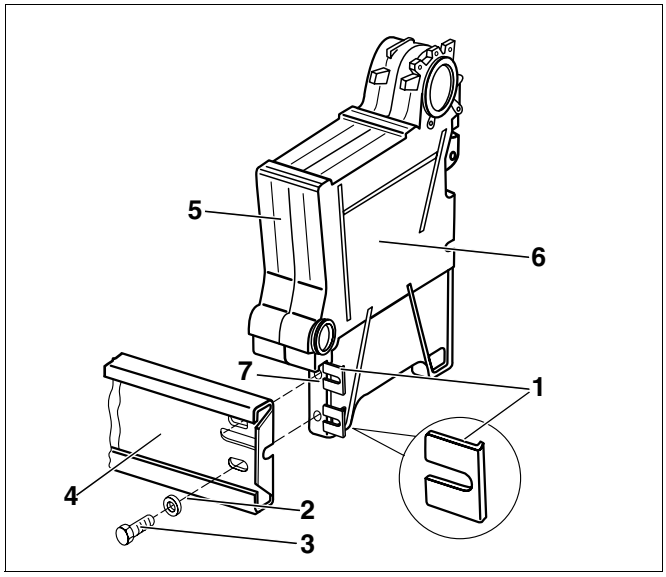
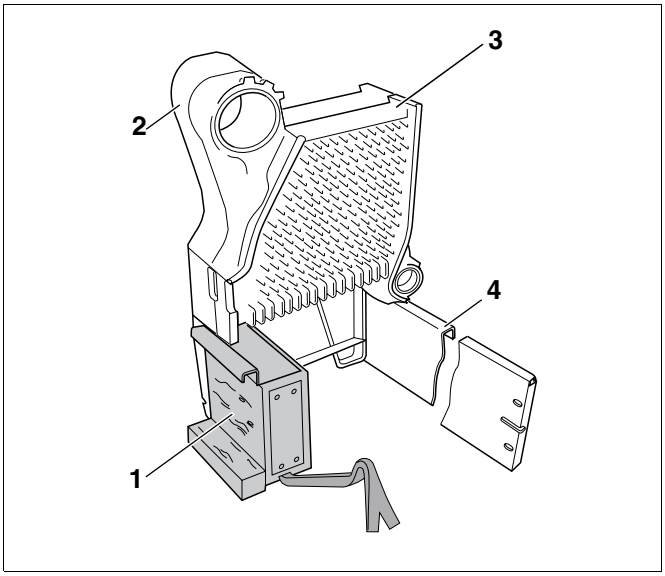

Afb. 13 Bodemrails monteren
Afb. 14 Ketelelementen met gemonteerde montagehulp
- Plaats de schoen voor de elementvoet (afb. 13, **pos. 1**) op de voet van het eindelement (afb. 13, **pos. 7**).
- Schroef de bodemrails (afb. 13, **pos. 4**) met de zeskantbouten M8 x 30 (afb. 13, **pos. 3**), de vulringen (afb. 13, **pos. 2**) en de moeren aan de voet van het eindelement (afb. 13, **pos. 7**).
Het gedeeltelijke ketelblok (het eindelement (afb. 13, **pos. 6**) en het eerste middenelement (afb. 13, **pos. 5**)) moet tijdens het samennippelen gesteund worden, zodat het niet kan omvallen. Maak voor het ondersteunen van het gedeeltelijke ketelblok gebruik van een montagehulp (afb. 14, **pos.** 1, pagina 18).
De montage van het ketelblok wordt hier met een montagehulp gedemonstreerd (afb. 14, **pos. 1**).
- Plaats het eindelement (afb. 14, **pos. 2**) met het eerste middenelement (afb. 14, **pos. 3**) op het fundament en kantel het een beetje.
- Schuif de montagehulp (afb. 14, **pos. 1**) onder de ketelelementen en zet de ketelelementen voorzichtig neer.